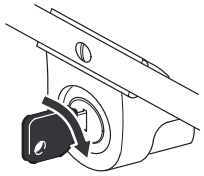

Bild 11
- **Elektrostart** (nur Modelle mit Elektrostart)—Stecken Sie den Zündschlüssel ein, drehen ihn nach rechts und lassen ihn wieder los, sobald der Motor angesprungen ist (Bild 11).